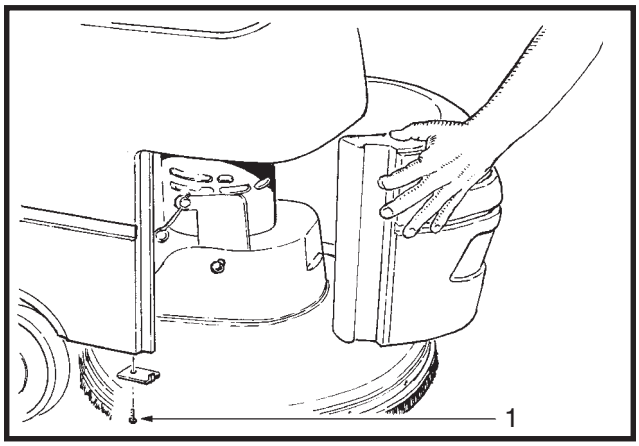

Abbildung 5a
4. Verwenden Sie einen kurzen Kreuzkopfschraubenzieher und lockern Sie die Schraube so weit, daß der Stellring von der Abdeckung genommen werden kann (siehe Abbildung 5a, 1).
5. Den Deckel des Bürstenmotors und das Bürstengehäuse entfernen (Siehe Abb. 5a & 5b).
4. Den Deckel des Bürstenmotors und das Bürstengehäuse entfernen (Siehe Abb. 5a & 5c).